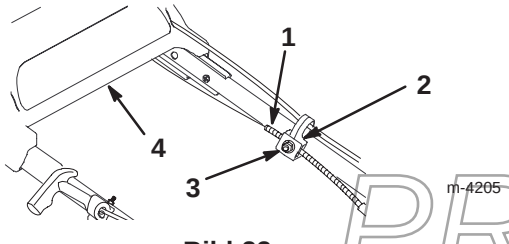

Bild 23
3. Lockern Sie die Mutter am Kabelhalter (Bild 23).
6. Ziehen Sie den Kabelmantel nach unten (zum Rasenmäher), so dass der Zug kein Spiel hat (Bild 23).
7. Lockern Sie das Antriebsteil, während Sie den Kabelmantel nach unten halten und ziehen die Mutter am Kabelhalter fest (Bild 23).